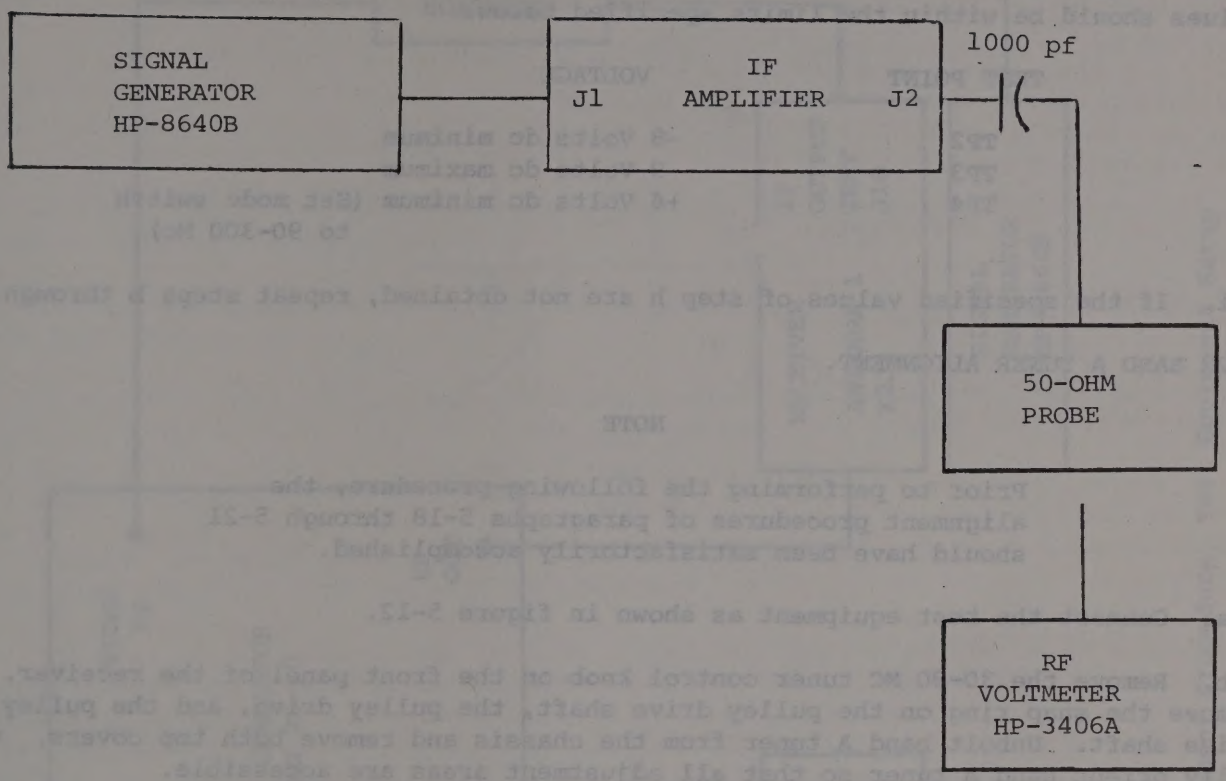

Figure 5-11. I-F Amplifier Gain Measurement Procedure, Test Equipment Setup
k. Connect the test equipment as shown in figure 5-11.